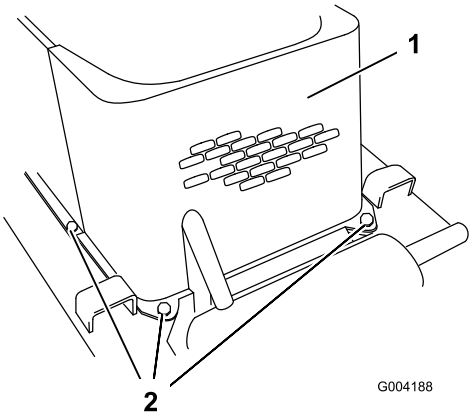

Figuur 30
5. Verwijder de 4 bouten waarmee het voorscherm aan het frame van de tractie-eenheid is bevestigd (Figuur 30).